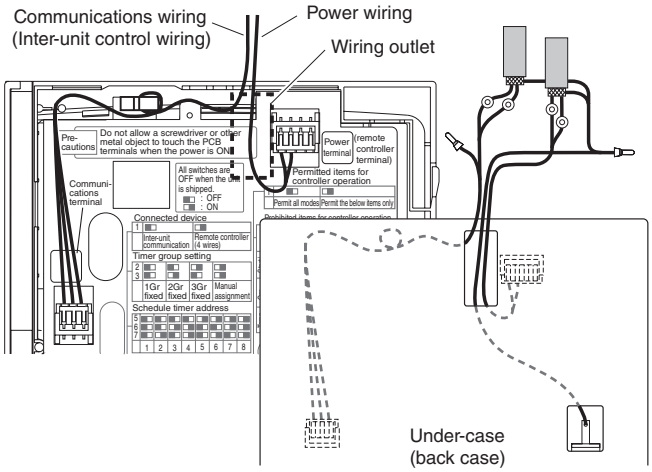

Fig. 3-4-5
- – Check that the schedule timer communications wiring and power wiring are connected correctly. (Fig. 3-4-5)